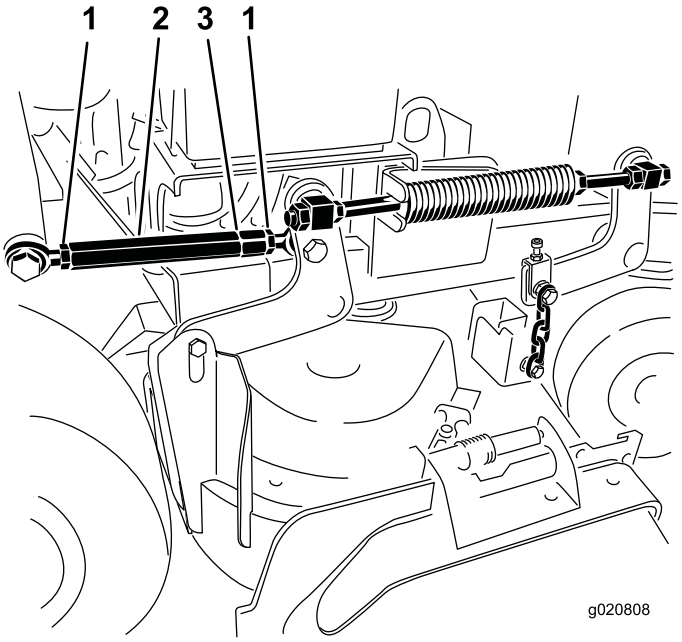

Figur 87
5. Løse låsemutrene i begge ender av spennmutteren (Figur 87).
Merk: Enden på spennmutteren med et kutt har venstregjenger (Figur 87).